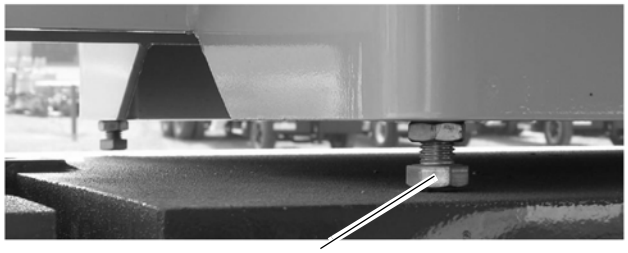

FIGURE 4-22
9. Adjust the four counterweight leveling bolts (Figure 4-22) to eliminate any relative movement between the counterweight and the turntable.